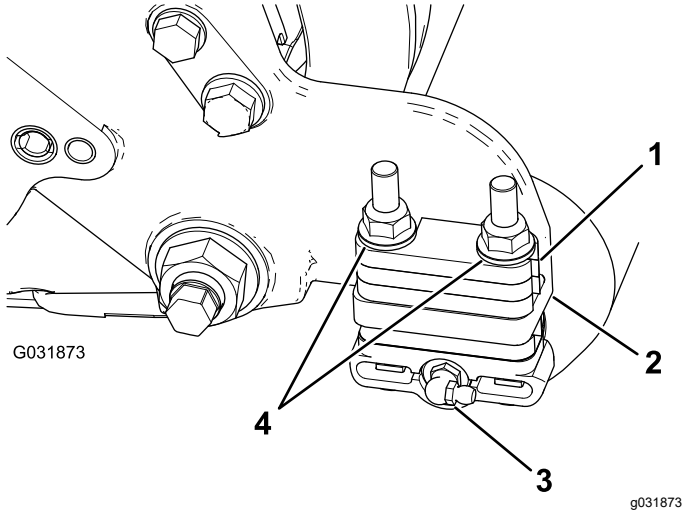

Rysunek 9
1. Wykręć smarowniczkę rolki z boku jednostki tnącej od strony, na której znajduje się obudowa szczotki wałkowej (Rysunek 9).
3. Odkręć 2 nakrętki zabezpieczające kołnierzowe mocujące każdy ze wsporników szczotki wałkowej do płyty bocznej (Rysunek 9).